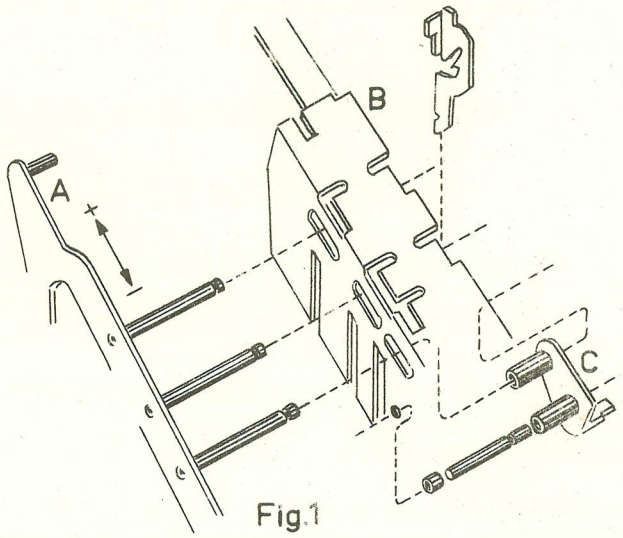

Fig.1
1. Die Nute der M-Tasten betätigt die Zapfen des Einstellschlittens [A], Fig. 1, und dieser wird vor- oder rückwärts geführt, je nachdem welche M-Taste betätigt wird. Die Tasten 0 - 4 sind positiv und führt den Einstellschlitten rückwärts. Die Tasten 5 - 9 sind negativ und führt den Einstellschlitten vorwärts.